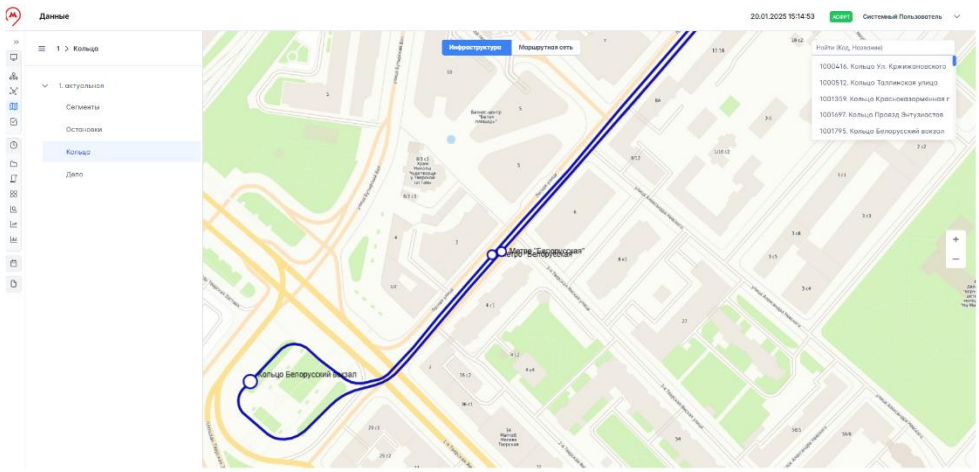

Рисунок 85 – Поиск кольца
1. В меню выбрать элемент "Кольца" для требуемой инфраструктуры, блок поиска видоизменится (рисунок 85).